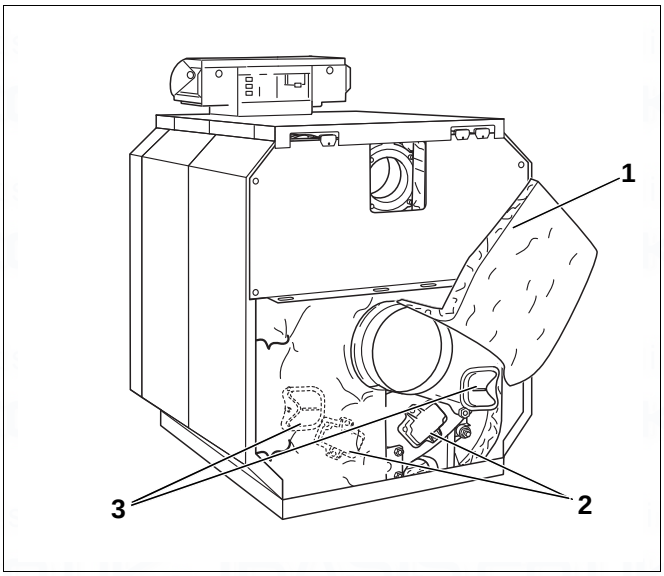

Fig. 75 Removing the cleaning access cover.
- Undo the tensioning springs below the flue outlet, fold up the thermal insulation and attach via the spring hooks (Fig. 75, [1]).
- Remove the cleaning access covers from the rear section (Fig. 75, [2]) and flue gas header (Fig. 75, [3]).